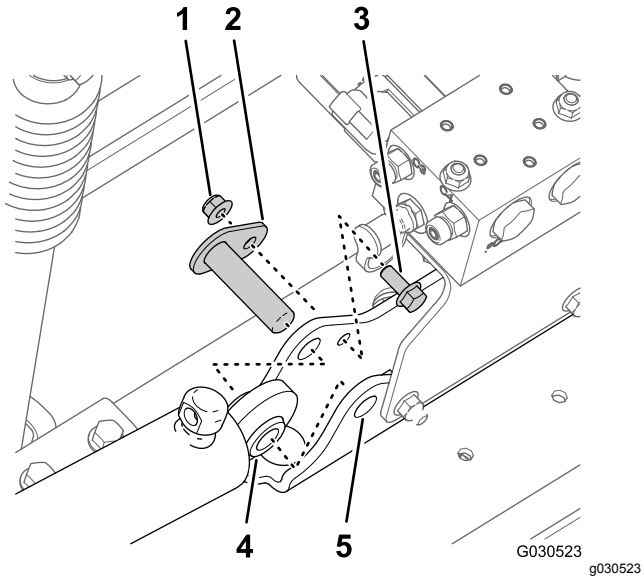

Figur 73
4. Ta bort flänslåsmuttern (5/16 tum) och flänsskruven (5/16 x 3/4 tum) som fäster svängtappen på cylinderfästet (Figur 73).
5. Ta bort svängtappen och lyftcylindern från maskinen (Figur 73).